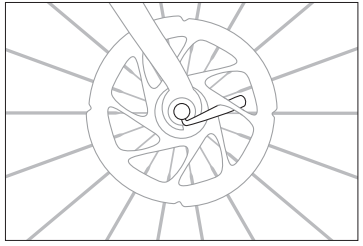

Figure 1.7 : un levier de système de blocage rapide mal positionné peut gêner les freins.
• Si la roue est fixée à l'aide d'un dispositif à blocage rapide, confirmer que le levier et bien fermé et placé en bonne position (aligné sur la base ou la fourche avant) et qu'il ne gêne pas les rayons ou le frein à disque quand la roue tourne (Figure 1.7).